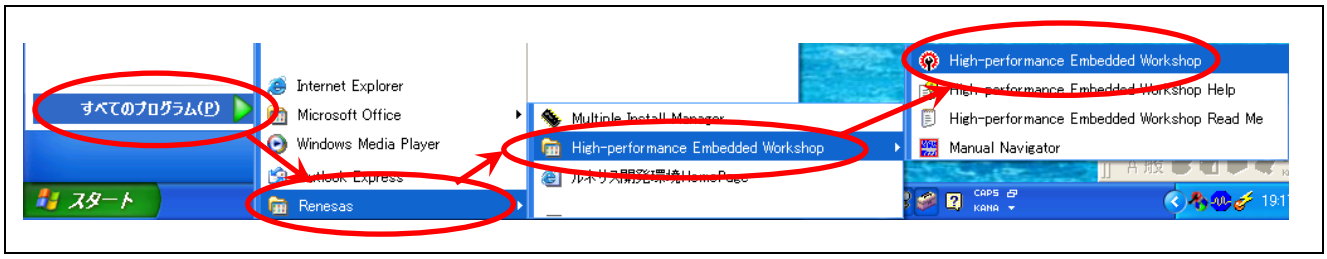

図 4.2　High-performance Embedded Workshop の起動
(1) 図 4.2のように[スタート]メニューの[すべてのプログラム]から[Renesas]→[High-performance Embedded Workshop]→[High-performance Embedded Workshop]と進み、起動します。